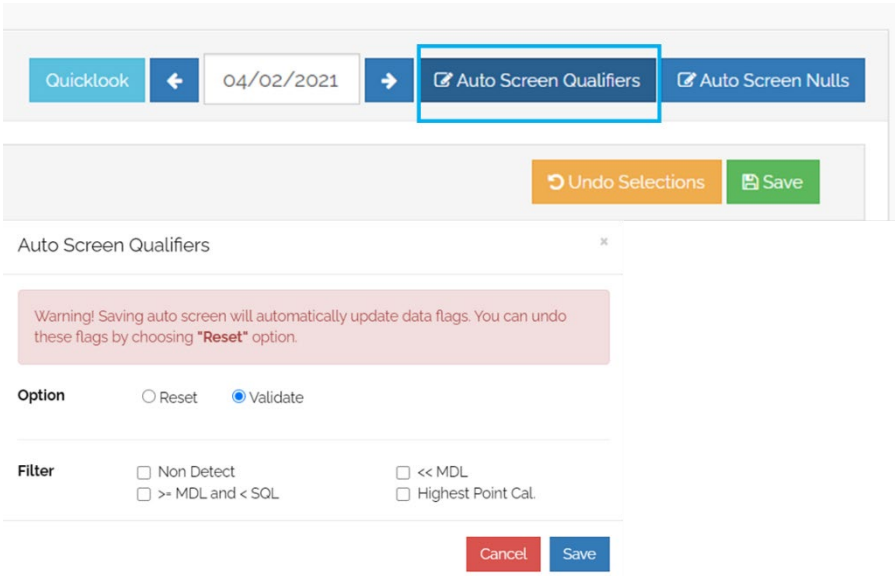

Figure 11. The Auto Screen form in MAX
- Individual target components can be Auto Screened for the day by selecting "Screen Qualifiers". A single day's data can be flagged for "Non Detect, ">= MDL and < SQL", and "Highest Point Cal" (**Figure 11**)